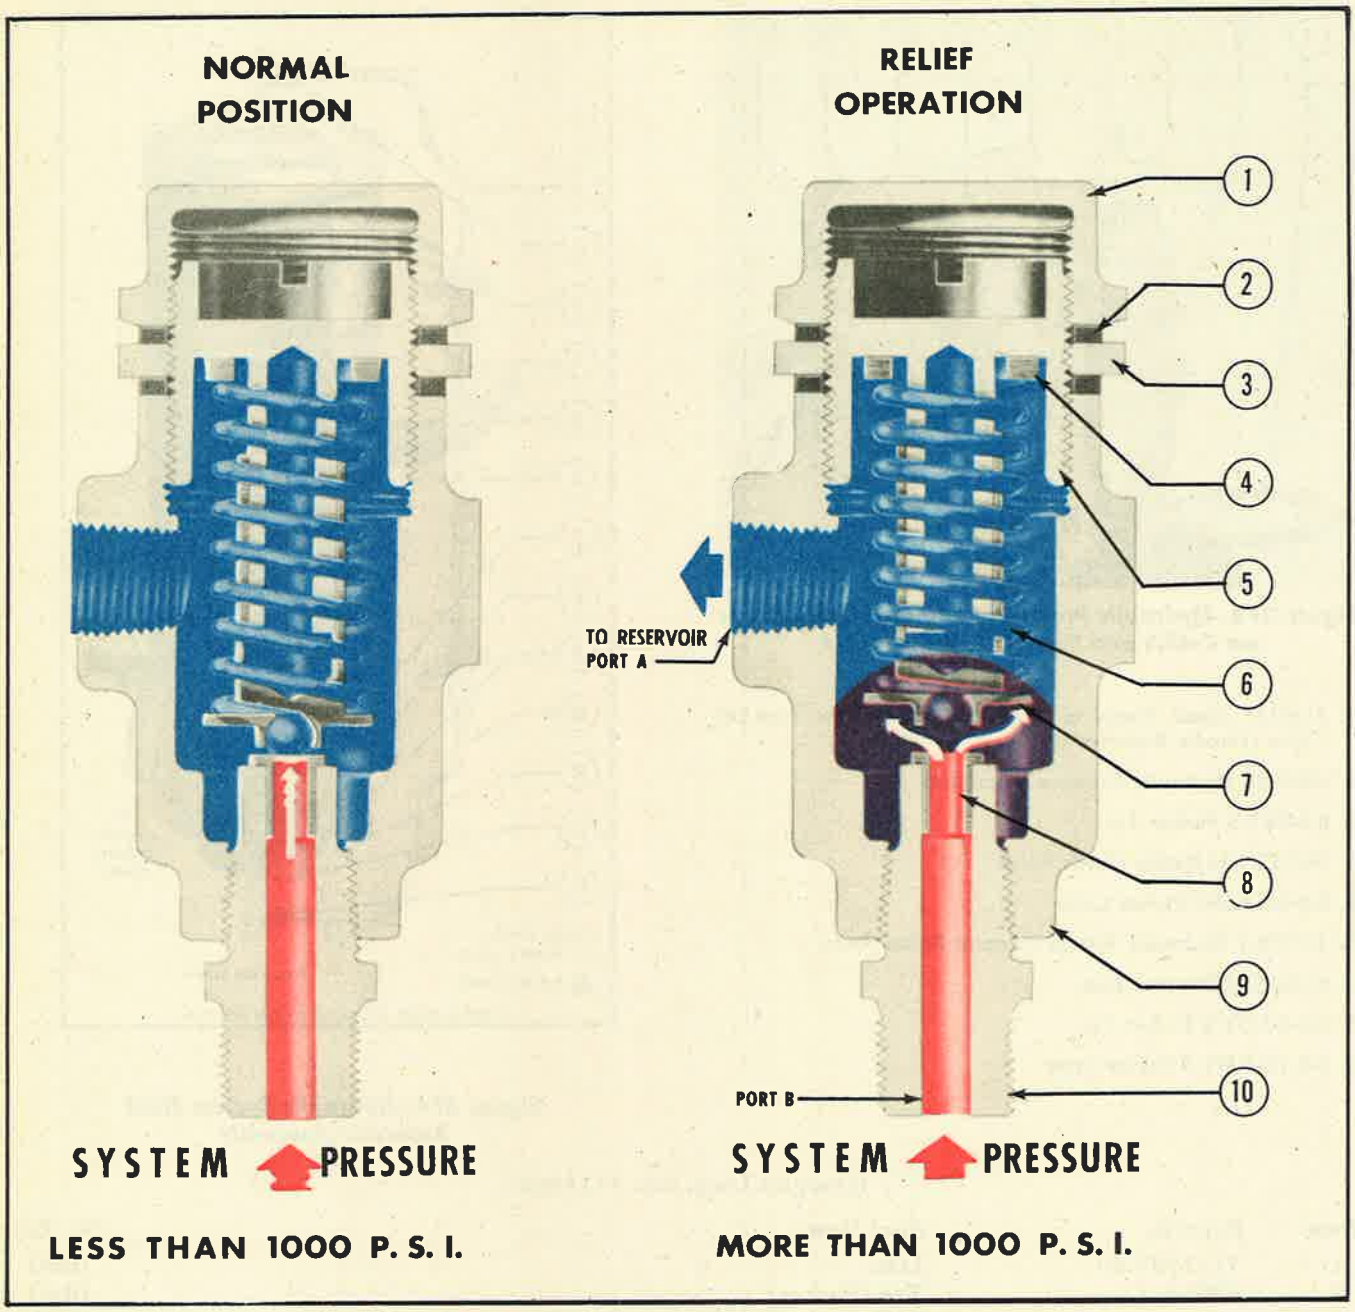

Figure 375—Hydraulic System Pressure Relief Valve Assembly
KEY TO FIGURE 375
(8) HYDRAULIC SYSTEM PRESSURE RELIEF VALVE. *(See figure 375.)*
b. Remove the cap and lock nut from the system pressure relief valve. (See figure 375.)
2. Adjust the spring release pressure so that the valve opens when the system pressure increases to 1000 ± 50 psi and closes when the system pressure decreases to 950 ± 50 psi. The spring tension may be increased or decreased by tightening or loosening the stem guide, after loosening the lock nut. (See figure 375.) After the valve has been adjusted properly, tighten the lock nut and replace the cap.
(e) TESTS BEFORE INSTALLATION.—Refer to figure 375 for fluid leak tests of the system pressure relief valve.
1. ASSEMBLY.—To assemble the system pressure relief valve, reverse the disassembly procedure as given in this paragraph, *b.*(8)*(b)* and refer to figure 375. Be sure all parts are clean before assembling the valve.
5. When rework has been completed, reassemble the valve and test for fluid leaks as specified in figure 375.